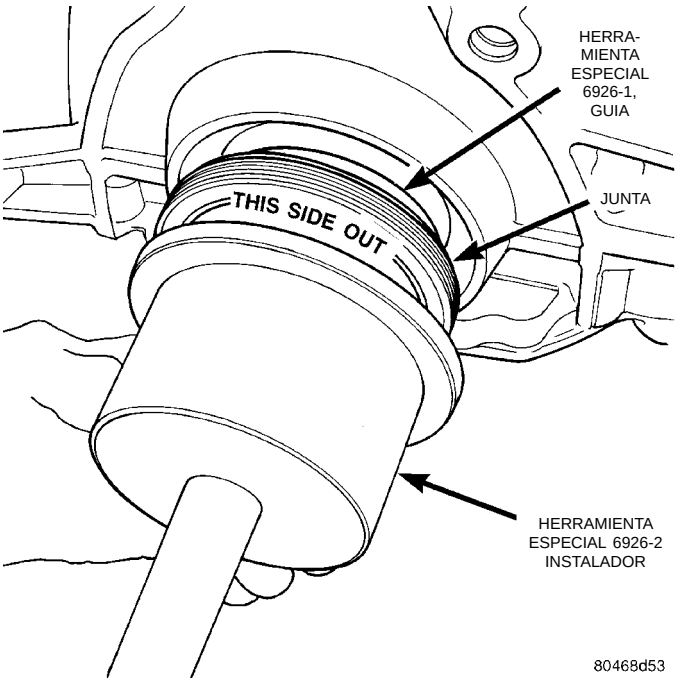
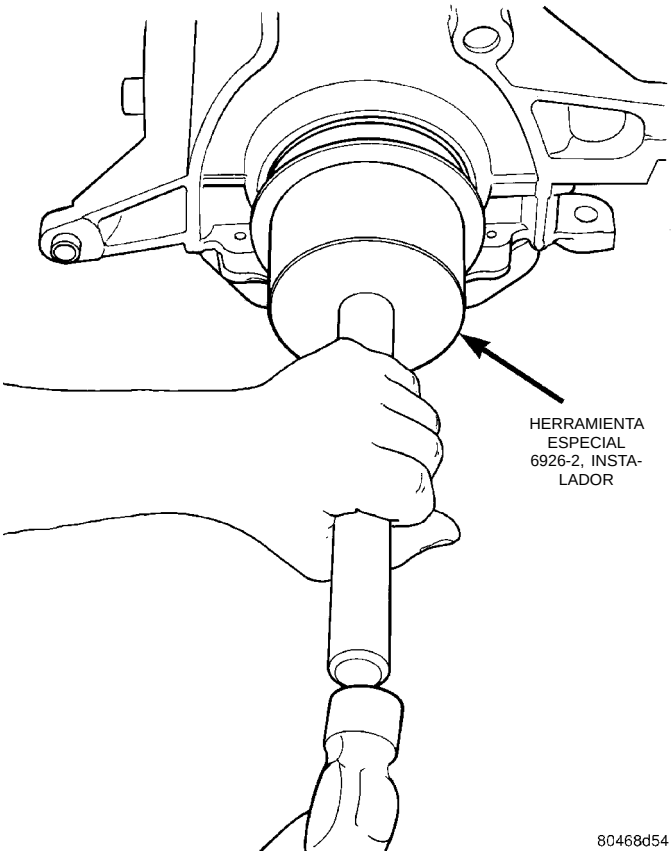

Fig. 64 Herramienta especial de junta de cigüeñal 6926–2
Fig. 65 Junta trasera del cigüeñal—Instalación
(3) Empuje la junta en el bloque con la Herramienta especial 6926–2 y la manija C-4171 (Fig. 64), hasta que la herramienta llegue al fondo y toque el bloque (Fig. 65).